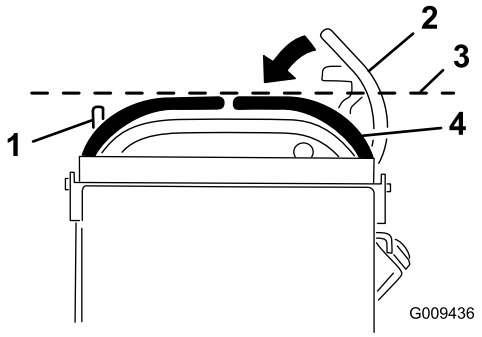

**Figur 68**
3. Skyv den høyre bevegelseskontrollspaken ned ut av nøytral, låst stilling (Figur 68).
4. Kontroller om den høyre bevegelseskontrollspaken står på vannrett linje med den venstre bevegelseskontrollspaken (Figur 68).